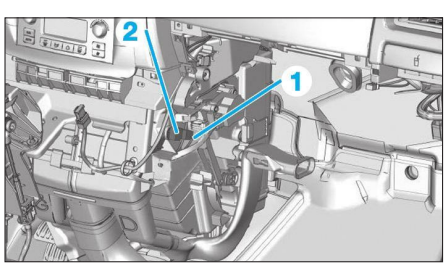

**Fig. 44**
• Déconnecter le connecteur de sonde (1) **(Fig.44)**.
• Déposer la sonde de température (2).